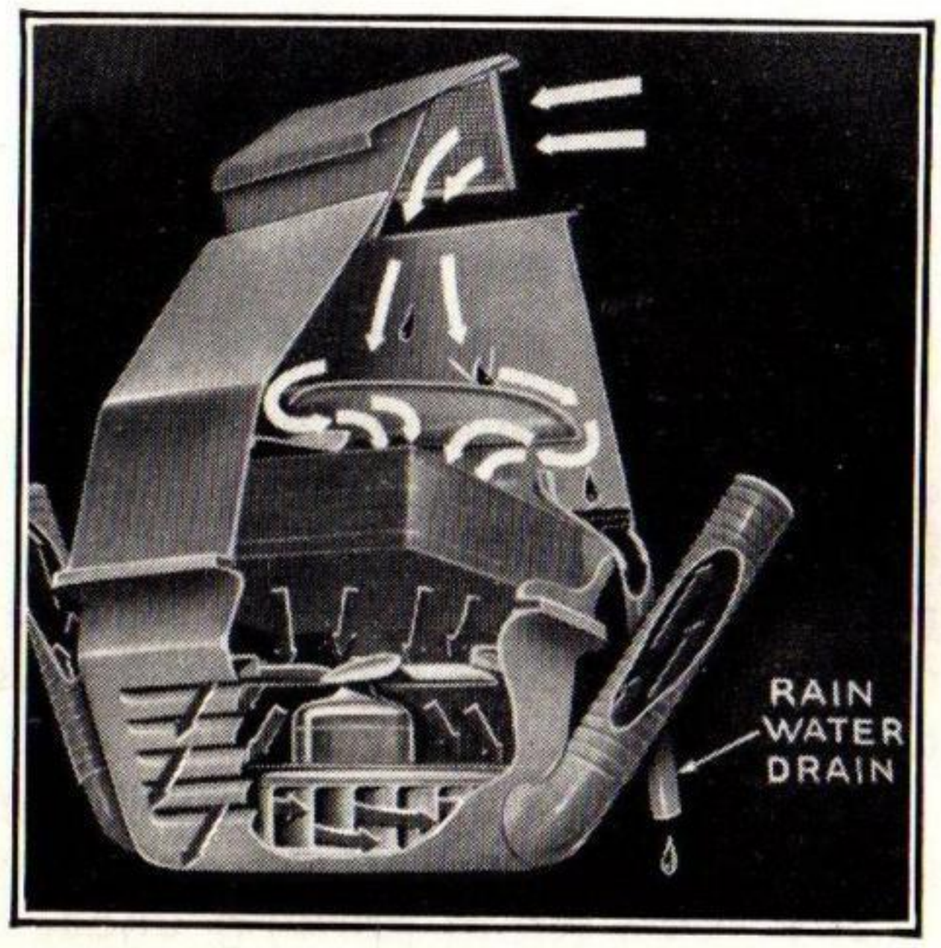

Figure 38
A. The cowl ventilator should be kept fully open, after the engine warm-up period, except when driving at high speeds in extremely cold weather when partial closing of the ventilator will increase the temperature of the air entering the car. Water or snow entering the cowl ventilator while driving is trapped and drained off, Figure 38.